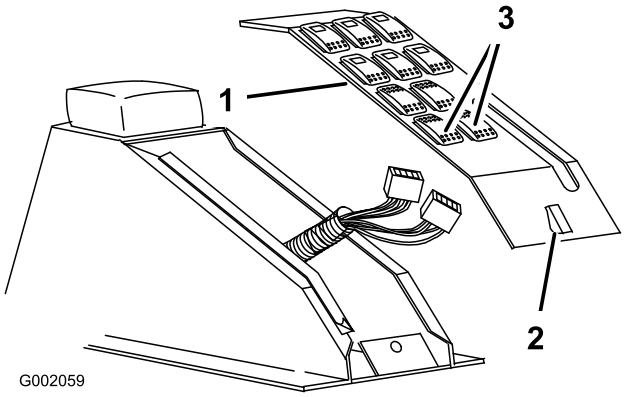

Figur 26
2. Lossa spärrhaken och ta bort omkopplarpanelen från mittkonsolen (Figur 26).